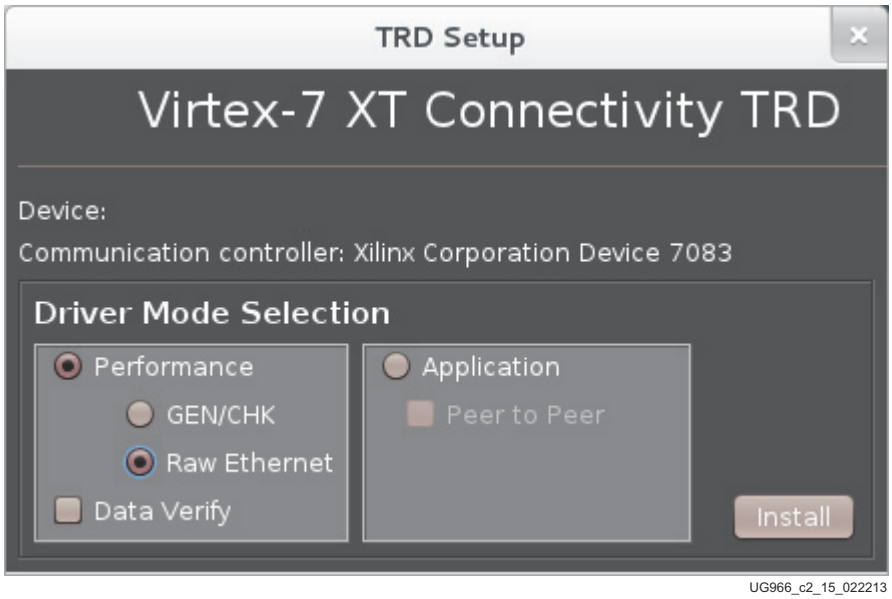

Figure 2-15: **Raw Ethernet Driver Installation**
1. In the **Driver Mode Selection** area select **Raw Ethernet** (Figure 2-15).